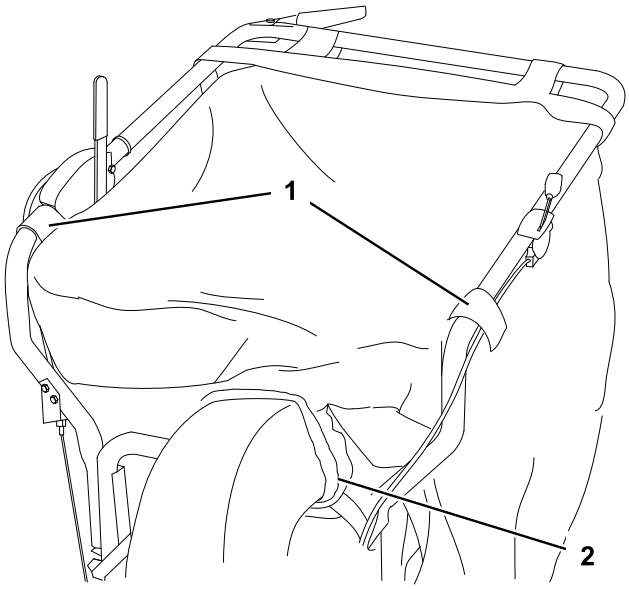

Figuur 9
2. Plaats de zak op de handgreep en bevestig hierbij de pluggen op de pennen en de zakband op de handgreep (Figuur 9).
3. Schuif de elastische hals van de zak over de opstaande randen op de afvoertunnel (Figuur 9).